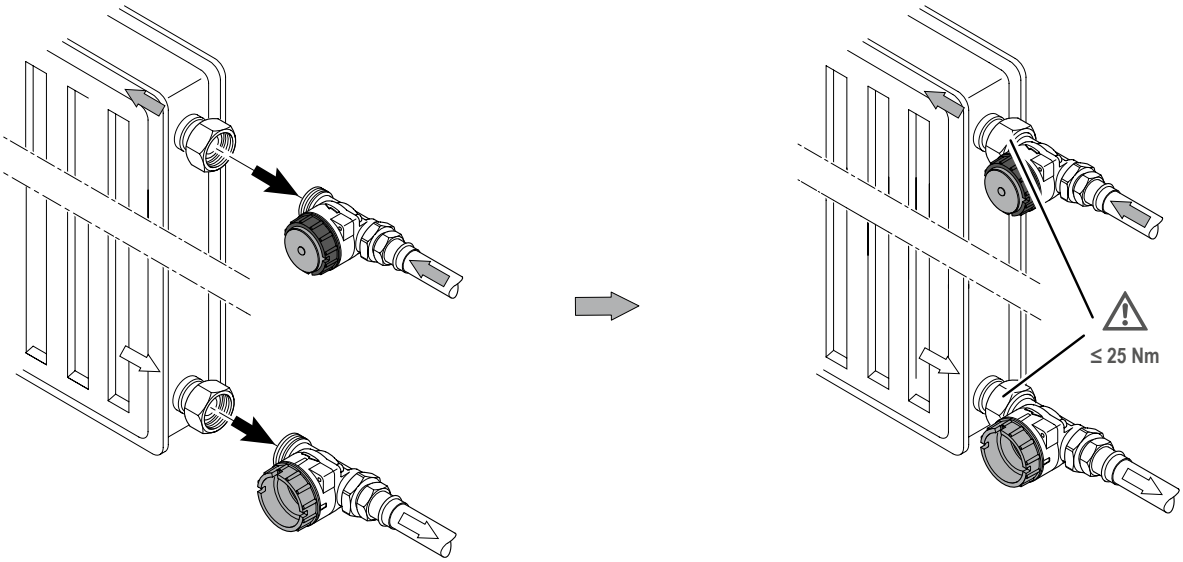

Fig. 14-1: Adapter Set Durchgang: Anschluss Heizkörper an Vor- und Rücklauf
- Heizkörper mittels Überwurfmuttern der beiden Heizkörper-Anschlussverschraubungen gemäß Fig. 14-1 an Vor- und Rücklaufleitung installieren.